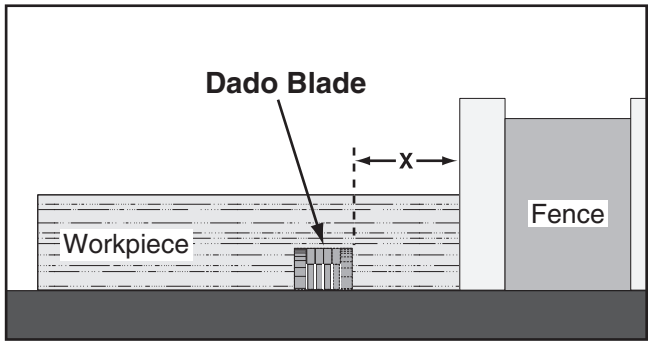

Figure 64. Example of a dado being cut with a dado blade.
4. Adjust distance between fence and inside edge of blade, as shown in **Figure 64** on **Page 41,** to dado length of a workpiece.